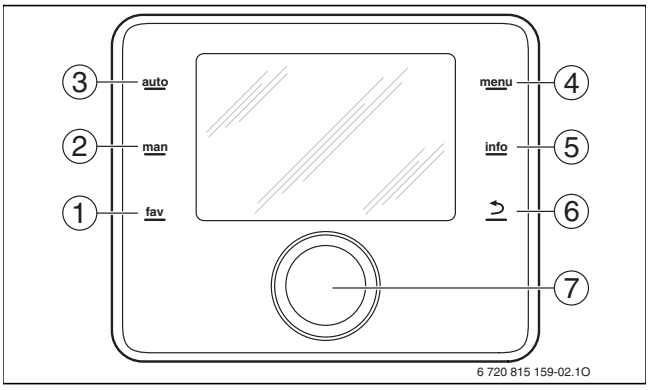

Bild 51 Bedienelemente
Mit den Wahltasten (→ Bild 51, [3] und [2]) sind für den Heizbetrieb die Betriebsarten „Automatikbetrieb“ und „manueller Betrieb“ einstellbar.
- einen zentralen Auswahlknopf für „Einhandbedienung“ (Drücken und Drehen mit einem Knopf → Bild 51, [7])